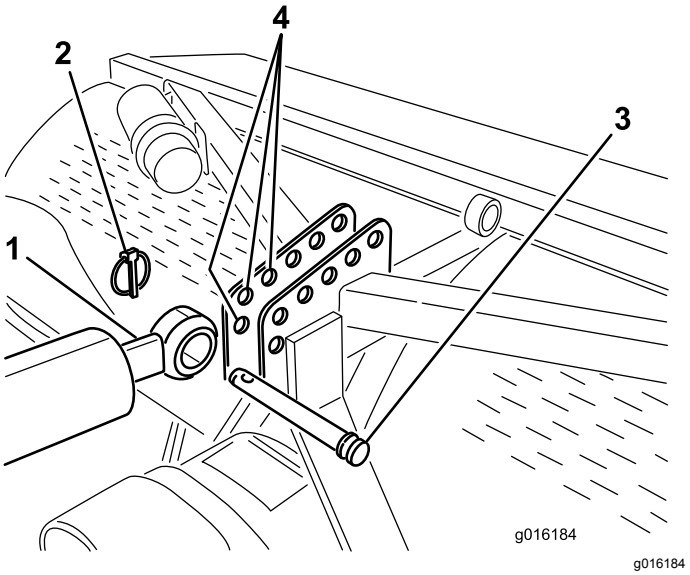
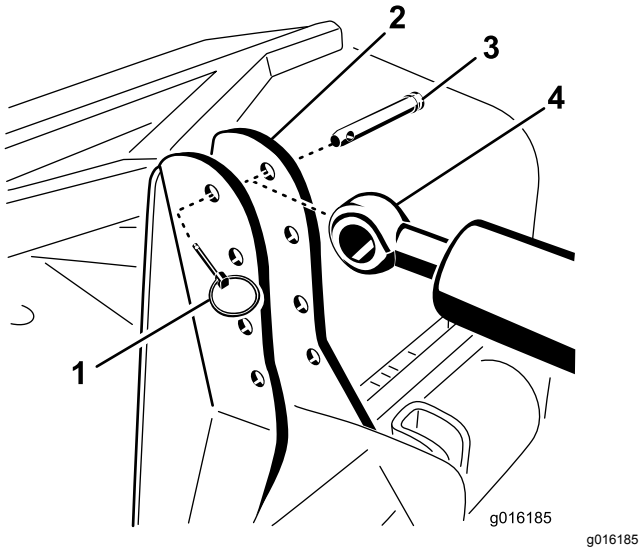

**Figur 6**
**Figur 7**
7. Sätt fast stavänden på den hydrauliska topplänken i det främsta hålet på luftarens fäste med en länkpinne och en hjulsprint (Figur 6 eller Figur 7).